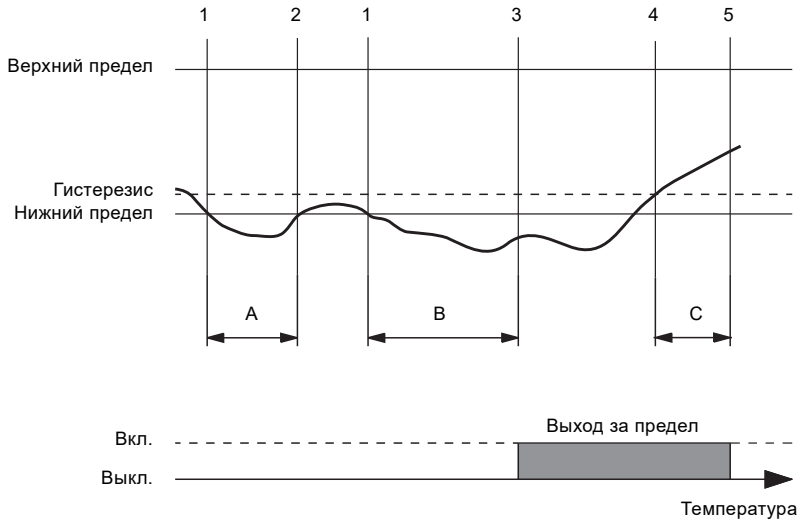

Рис. 125 Пример выхода за нижний предел
Данная функция является функцией контроля. Она выдаёт информацию, предупреждение, аварийный сигнал или осуществляет смену режима работы при превышении нижнего или верхнего предельного значения. См. рис. 125.
Таймер задержки обнаружения запускается при выходе за предельное значение (1). См. рис. 125.
- A: Если по завершении периода обнаружения предельное значение больше не превышено (2), показание таймера сбрасывается.
- B: Если по завершении периода обнаружения предельное значение всё ещё превышено (3), выходной сигнал детектора изменится на "Выход за предельное значение". Таймер задержки сброса запускается, когда выходной сигнал детектора находится в состоянии "Выход за предельное значение", а выход за предельное значение уже не выполняется с учётом гистерезиса (4).
- C: После окончания периода задержки (5) выходной сигнал детектора меняется на состояние "Выход за предельное значение отсутствует".